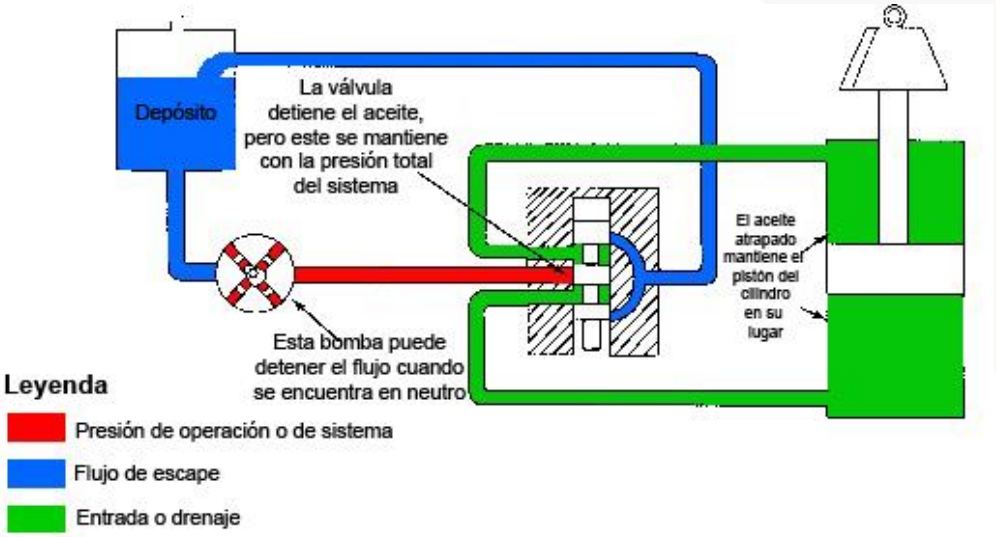

Figura 64
(2) Bomba de desplazamiento variable. La Figura 64 muestra un sistema de centro cerrado con una bomba de desplazamiento variable en el modo neutral. Cuando está en modo neutral, se bombea aceite hasta que la presión se eleva a un nivel predeterminado. Una válvula de regulación de presión permite que la bomba se apague por sí misma y mantenga esta presión hacia la válvula. Cuando la válvula de control está funcionando, se desvía el aceite desde la bomba hasta el fondo de un cilindro. La caída de presión causada por conectar la línea de presión de la bomba al fondo del cilindro, causa que la bomba vuelva a funcionar, bombeando aceite al fondo del pistón y levantando la carga.